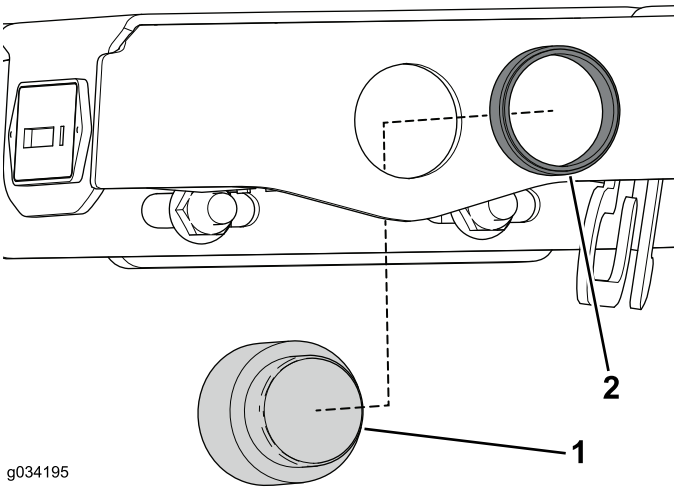

Rysunek 27
2. Za pomocą pierścienia ustalającego zamocuj alarm dźwiękowy do wspornika konsoli (Rysunek 27).